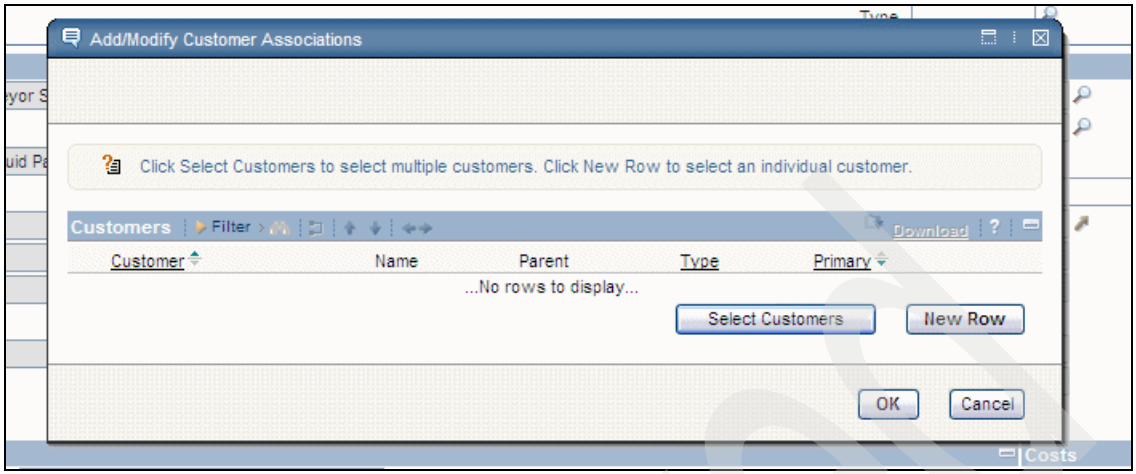

Figure 3-27 Customer associations
1. To add a primary customer to an Asset Router, click **Show/Manager Customers** under the Primary Customer field. A dialog Add/Modify Customer Associations opens, as shown in Figure 3-27 on page 46.